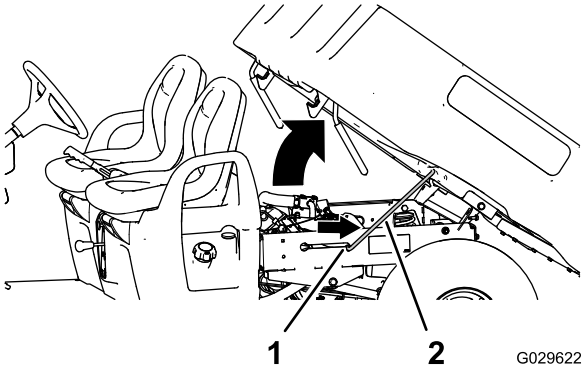

Figura 12
2. Tirate l'asta di supporto nella fessura di arresto per ancorare il cassone (Figura 12).
2. Estraete l'asta di supporto dalla fessura dell'arresto (Figura 12).